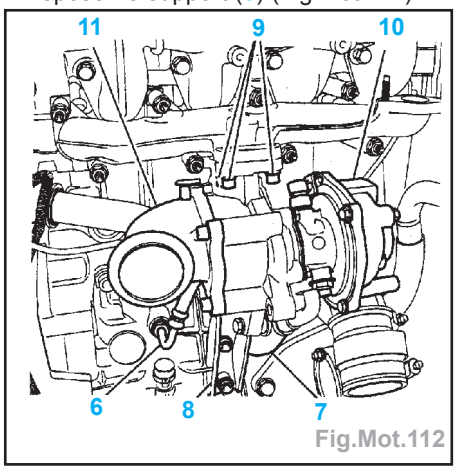

Fig.Mot.112
- le conduit (2),
- l'ensemble (5) coude/doseur,
- le conduit (3).
- Déposer le support (8) (Fig.Mot.112).